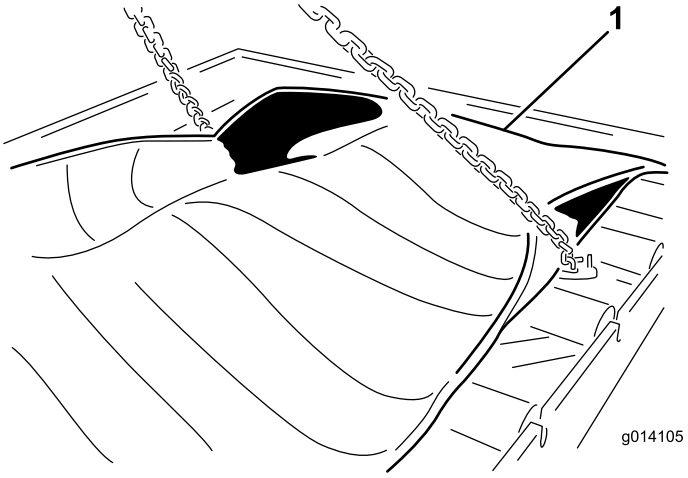

**Figur 48**
23. Afmonter de (24) bolte for at udløse indsatsen (Figur 48).